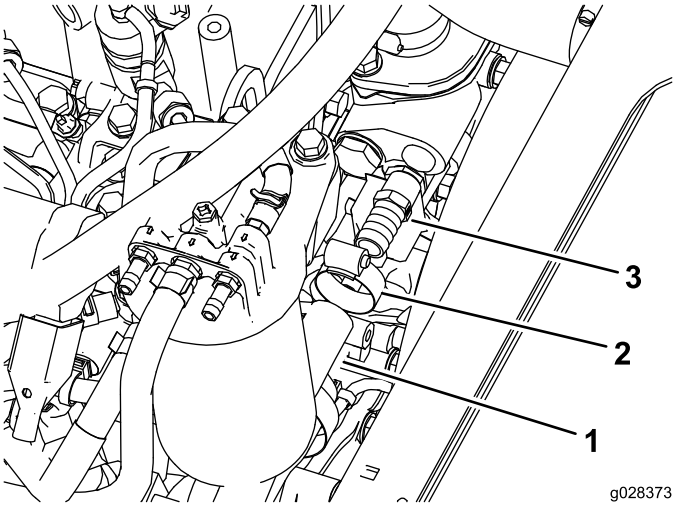

Figur 21
3. Monter slangeadapterfittingen i motorens termostathus (Figur 21).
4. Tilslut den løse ende på trykslangen til adapterfittingen på motorens termostathus (Figur 21).
6. Før slangen under luftfilteret som vist i Figur 21.